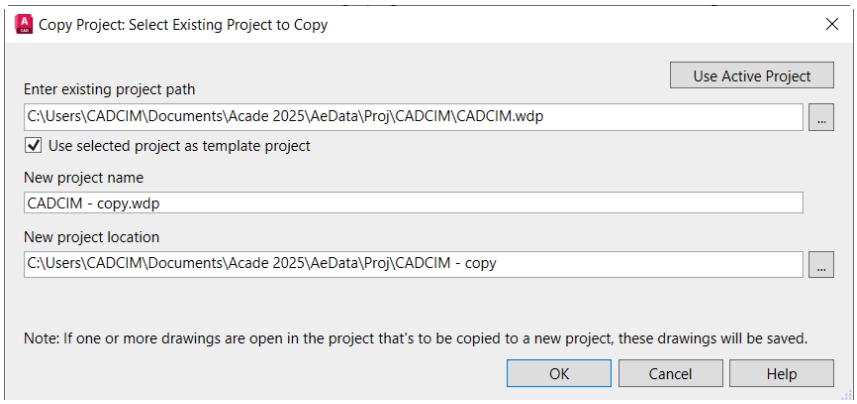

Figure 2-71 *The* ***Copy Project Select Existing Project to Copy*** *dialog box*
1. Choose the **Copy** tool from the **Project Tools** panel of the **Project** tab; the **Copy Project: Select Existing Project to Copy** dialog box is displayed, as shown in Figure 2-71.